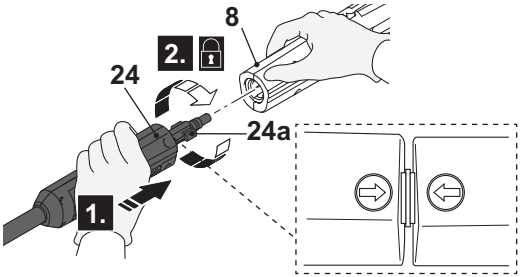

Fig. 5
> Align the tongues (24a) of the extension lance (24) with the grooves of the connection port of the spray gun (8) and insert it. (Fig. 5, step 1).
> Securely fit the extension lance (24) by turning it clockwise to lock it in place (Fig. 5, step 2). Ensure the arrow on the spray gun aligns with the arrow on the extension lance.